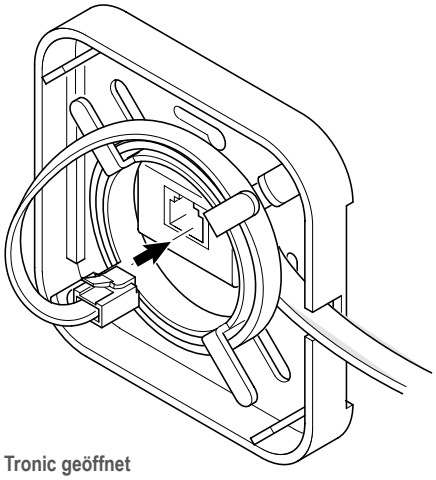

Fig. 19-2: Design Abdeckung Tronic geöffnet
- Das an der Pumpe vorhandene, vorkonfektionierte Kabel gemäß Fig. 19-2 in der Elektronikabdeckung aufwickeln und den Stecker in den Anschluss der Pumpenelektronik einstecken. Deckel der Elektronikabdeckung wieder aufsetzen.